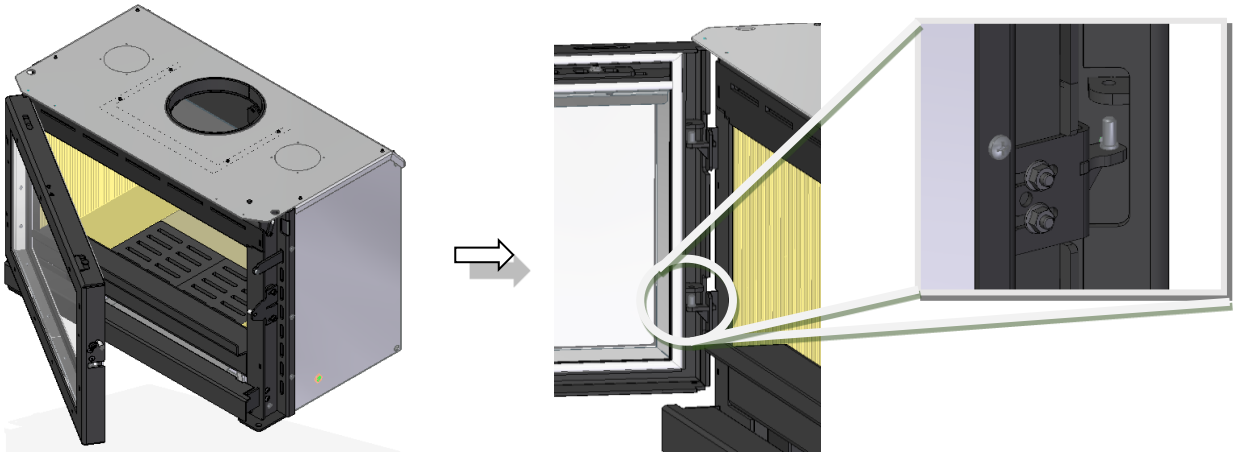
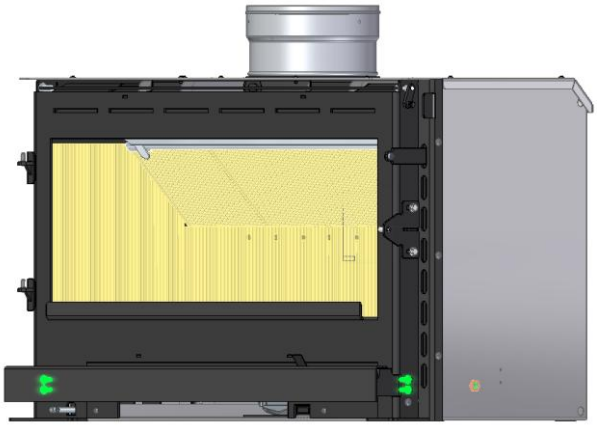

Figura 11 – Desencaixe da porta dos apoios
Figura 12 – Remoção da pala inferior
9. Deve ter em atenção que quando colocar o equipamento no sítio deverá retirar a porta levantando esta para cima de forma a retirar a porta dos apoios, Figura 11. Caso o seu equipamento seja um equipamento porta em chapa é aconselhado retirar também a pala inferior, desapertando os parafusos laterais conforme mostra a Figura 12. Caso seja um equipamento porta em vidro não tem pala inferior.